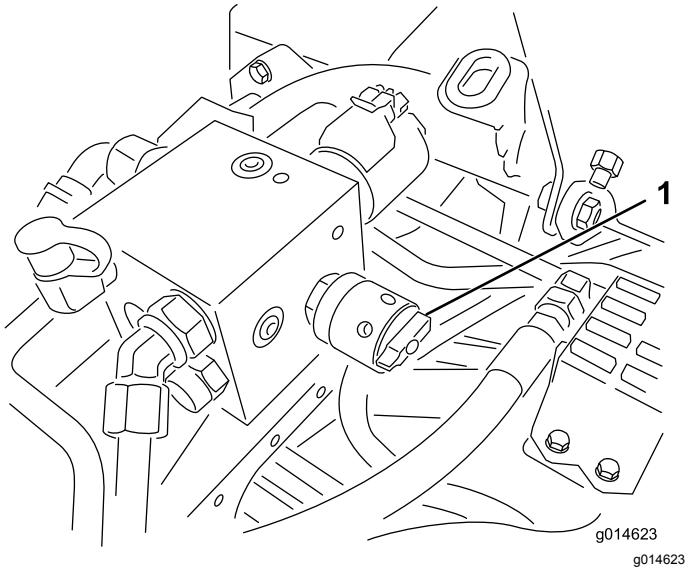

Rysunek 56
6. Obróć element sterujący prędkością wirników do ustawienia 1 (Rysunek 56).